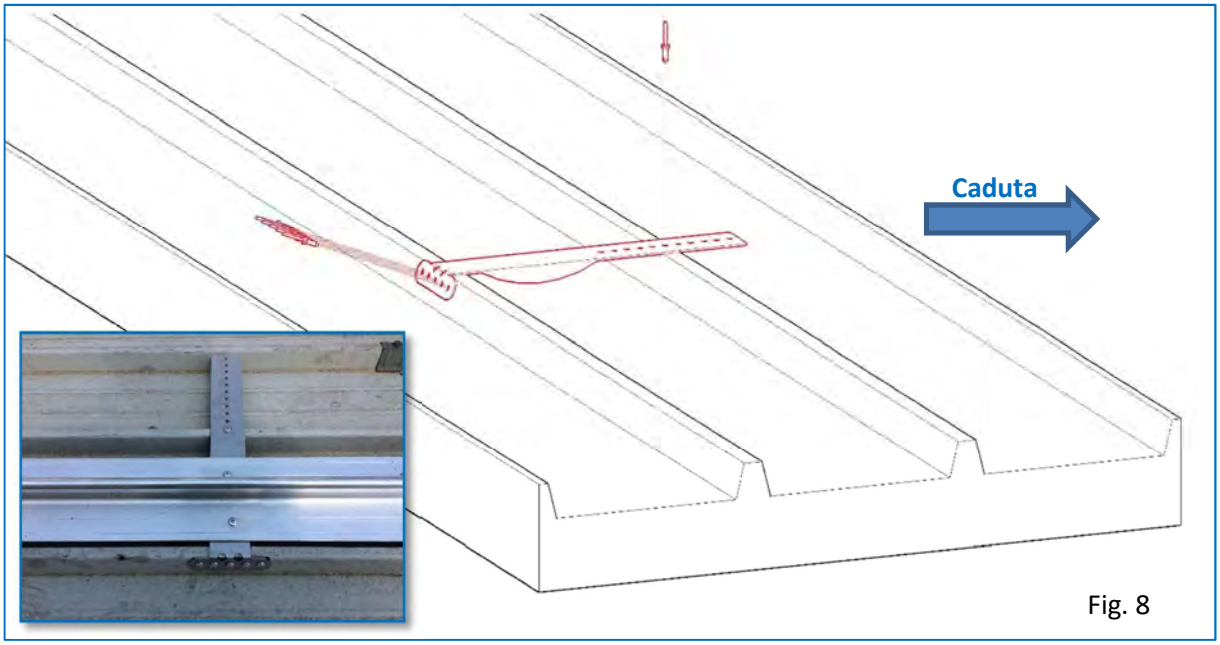

Fig. 8
- Posizionare i sostegni con la parte non piegata verso i punto di caduta, inserire i rivetti(fig.8)